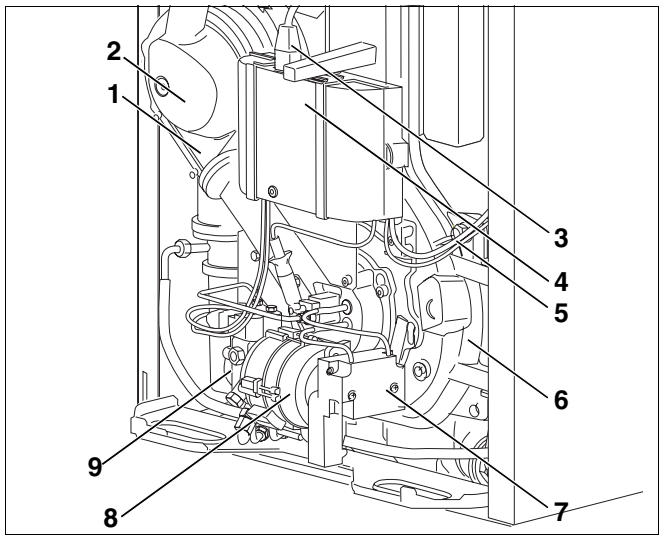
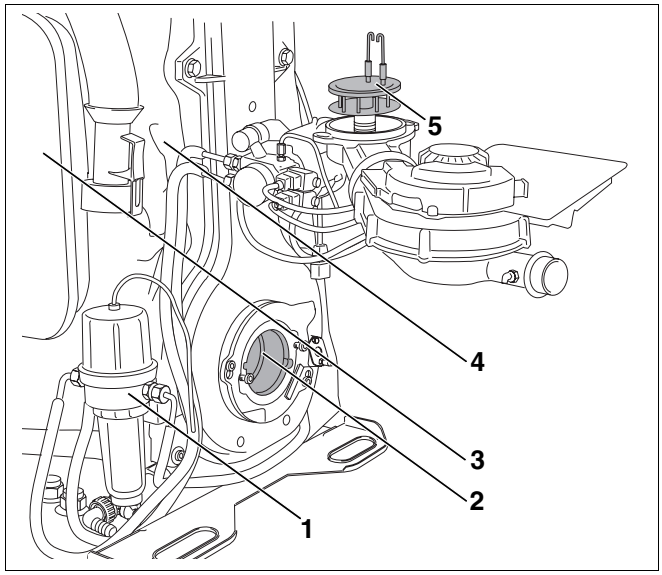

Abb. 3 Hauptbestandteile - Ölbrenner
Abb. 4 Brenner in Serviceposition
– Kesselblock aus Grauguss mit Wärmeschutz (Abb. 4, **Pos. 4,** Seite 11) und Ölbrenner (Abb. 3, Seite 11). Der Kesselblock überträgt die vom Ölbrenner erzeugte Wärme an das Heizungswasser.
Druckausdehnungsgefäß (Abb. 4, **Pos. 3**, Seite 11).
– Brennergebläse (Abb. 3, **Pos. 1**)
– Verbrennungsluftanschluss (Abb. 3, **Pos. 2**)
– Ölpumpenmotor (Abb. 3, **Pos. 8**)
– Zweistufige Ölpumpe mit Magnetventil und Ölanschlussschläuchen (Abb. 3, **Pos. 9**).
– Digitaler Feuerungsautomat SAFe 30 (Abb. 3, **Pos. 4**).
– Netzstecker für Stromversorgung des SAFe 30 (Abb. 3, **Pos. 3**)
– BUS-Leitung für Kommunikation zwischen Regelgerät Logamatic MC10 und SAFe 30 und Fühlerleitungen zum Kesselvorlauf- und Abgastemperaturfühler (Abb. 3, **Pos. 5**).
– Zündtrafo (Abb. 3, **Pos. 7**)
– Ölfilter mit Entlüfter (Abb. 4, **Pos. 1**)
– Brennerrohr (Abb. 4, **Pos. 2**)
– Druckausdehnungsgefäß (Abb. 4, **Pos. 3**)
– Wärmeschutz (Abb. 4, **Pos. 4**)
– Mischsystem (Abb. 4, **Pos. 5**)